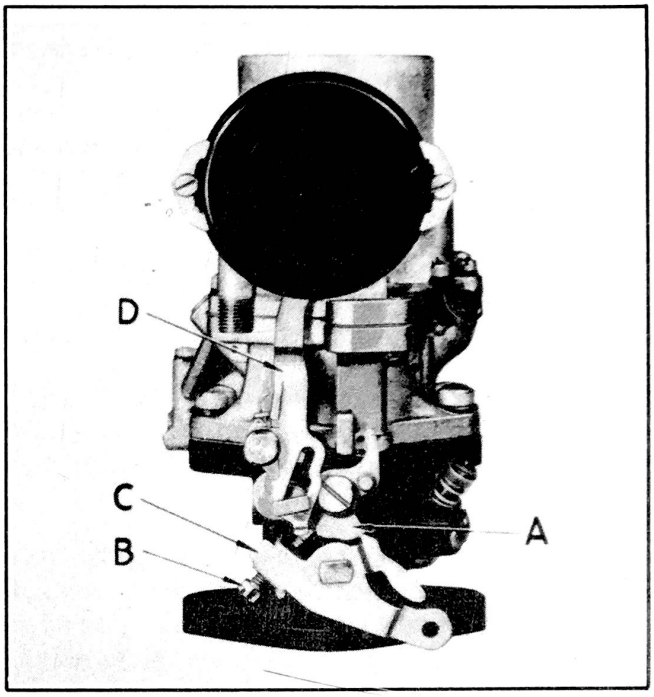

Figure 54
FAST IDLE ADJUSTMENT - Models 10, 18. Hold fast idle cam (A), Fig. 54, in normal position, tighten throttle lever adjusting screw (B) until it just seats against cam.